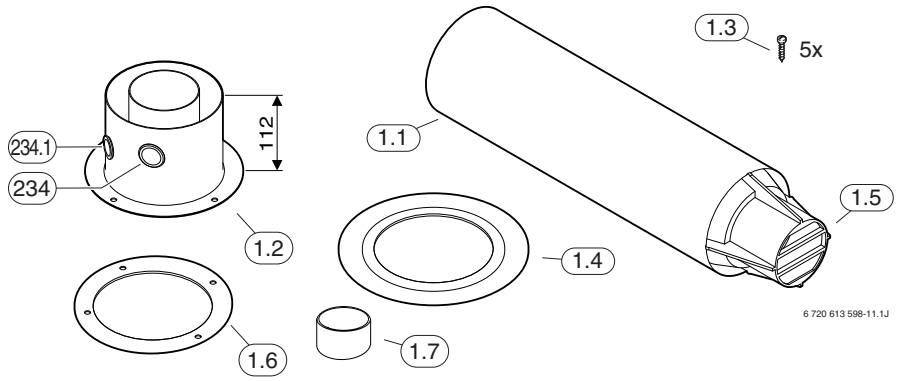
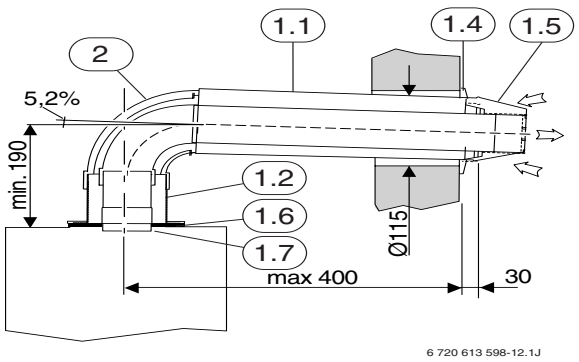

Fig. 32
Fig. 33
- Definire la lunghezza di tutto il condotto concentrico tenendo presente che il terminale (1.1) deve fuoriuscire almeno 30 mm dal filo esterno del muro, esclusa la griglia antivento (1.5). Vedere fig. 33.
la profondità di inserimento minima tra vari elementi del condotto concentrico, deve essere di almeno 25 mm (fig 33)!
- In caso di necessità, fissare l'eventuale prolunga al condotto (1.1), presso il sistema d'innesto M-F del lato aria, usando la vite autofilettante a corredo (fig. 32 ed esempio in fig. 33).